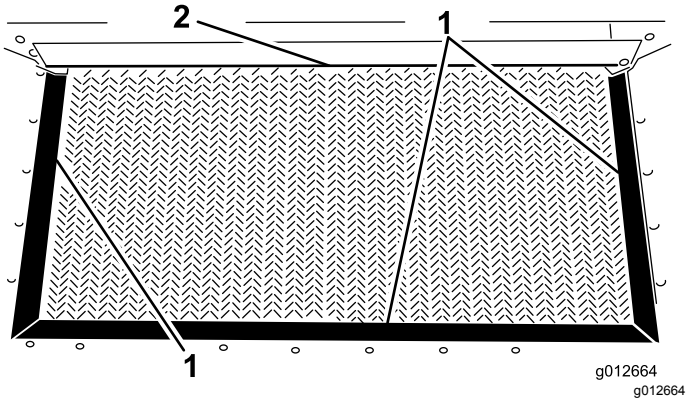

Figuur 22
3. Controleer de afdichtingen van de hopper en de laadkleprand op slijtage of gescheurde randen (Figuur 22).